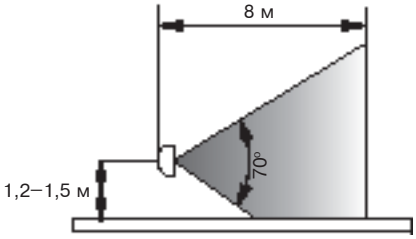

Рисунок 36
2.5.5.4.2 Допускается поворот извещателя в вертикальной плоскости на 90° и установка на высоте 1,2–1,5 м. При этом зона обнаружения будет направлена не сверху вниз, а горизонтально, дальность обнаружения – 8 м (рисунок 36).